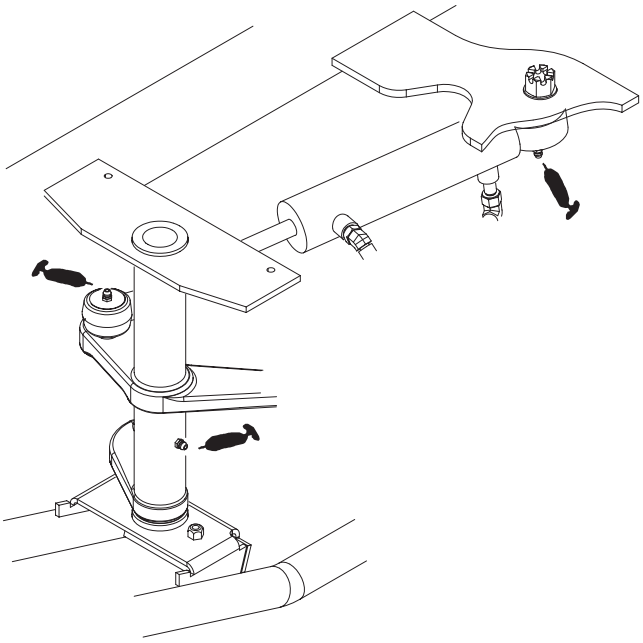
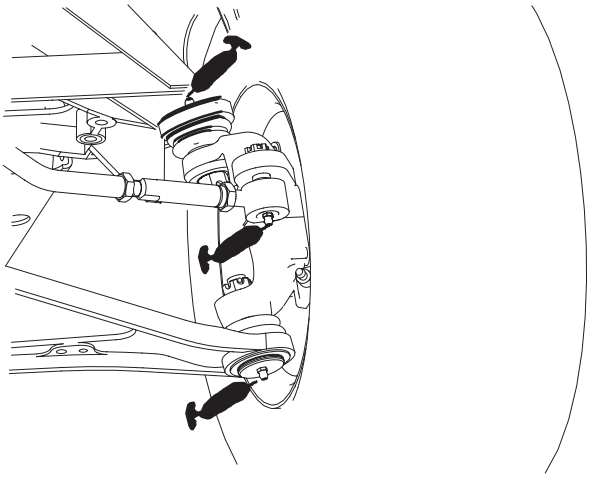
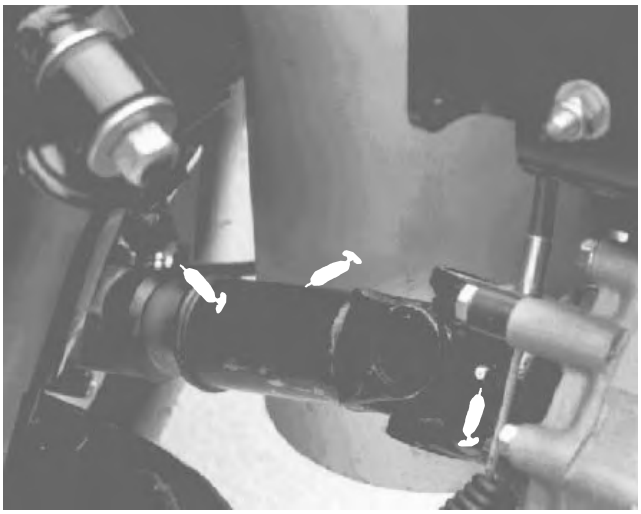

Figure 33
Figure 34
Figure 35
Emplacements et nombre de graisseurs : Extrémités de levier de direction (1) et de rotules de direction (2) (Fig. 33), embouts de biellettes (4) (Fig. 34), rotules avant (4) (Fig. 34), arbres de roues arrière (18) (Fig. 35), pivots de pédales (3) (Fig. 36); bagues de pivots avant (2) (Fig. 37) et pivot d'accélérateur (1) (Fig. 38).